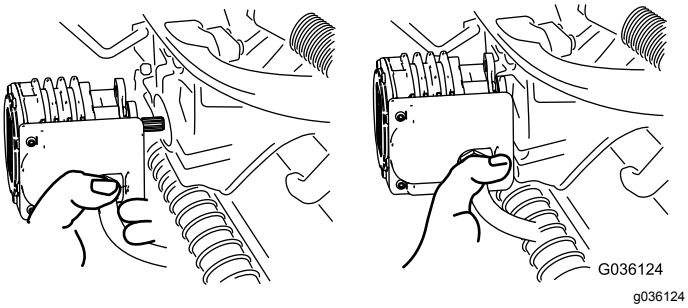

**Figuur 35**
4. Zet de motor in de opbergruimte op de voorkant van de ophangarm (Figuur 35).